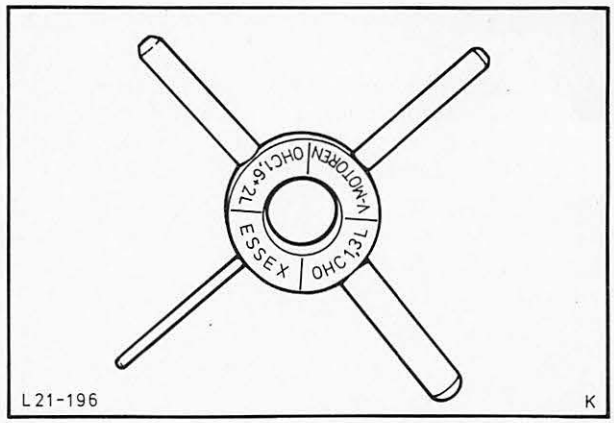

Abb. 296 Anschlaglehre – Einbauvorrichtung
7. Anschlaglehre entsprechend der Aufschrift (Motortyp) verwenden, Abb. 296.